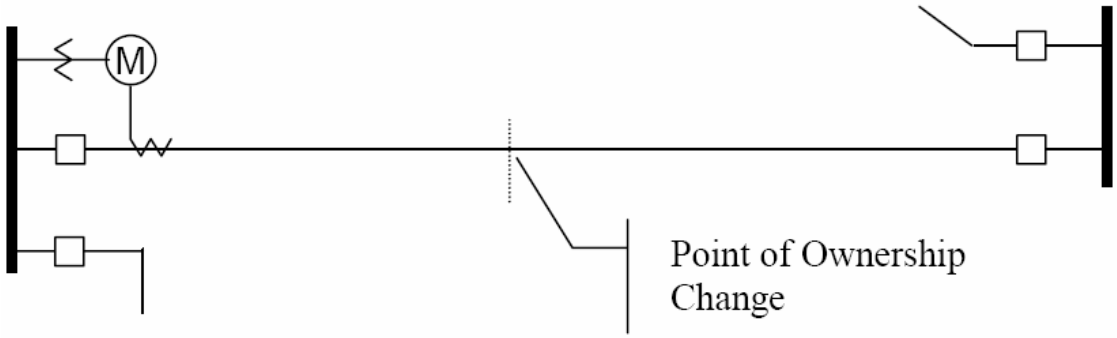

图 7.2：混合所有权线路计量需要损耗补偿
- 在发生所有权转让的几英里长的传输线上安装计量设备并不现实，所以要用到损耗补偿。所有权转让有可能发生在传输线的中途某点，那里是没有子站设备的，所以必须对仪表读数进行补偿。如图 7.2。